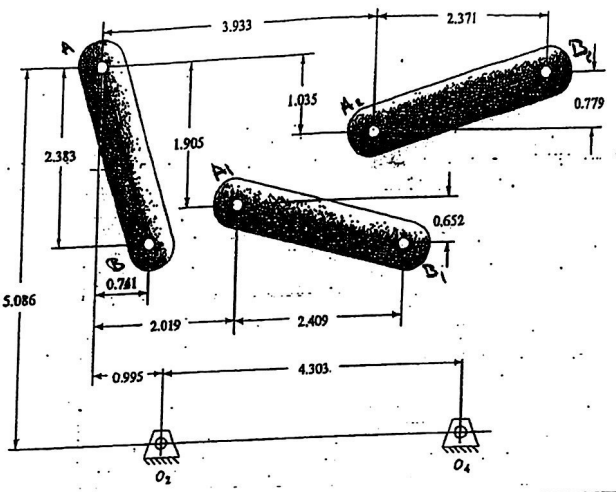

FIGURE P3-2
*3-5 Design a fourbar mechanism to give the three positions of coupler motion with no quick-return shown in Figure P3-2. (See also Example 3-5.) Ignore the points O_2 and O_4 shown. Build a cardboard model and determine the toggle positions and the minimum transmission angle from the model. Add a driver dyad. (See Example 3-4.)
*3-6 Design a fourbar mechanism to give the three positions shown in Figure P3-2 using the fixed pivots O_2 and O_4 shown. Build a cardboard model and determine the toggle positions and the minimum transmission angle from the model. Add a driver dyad.